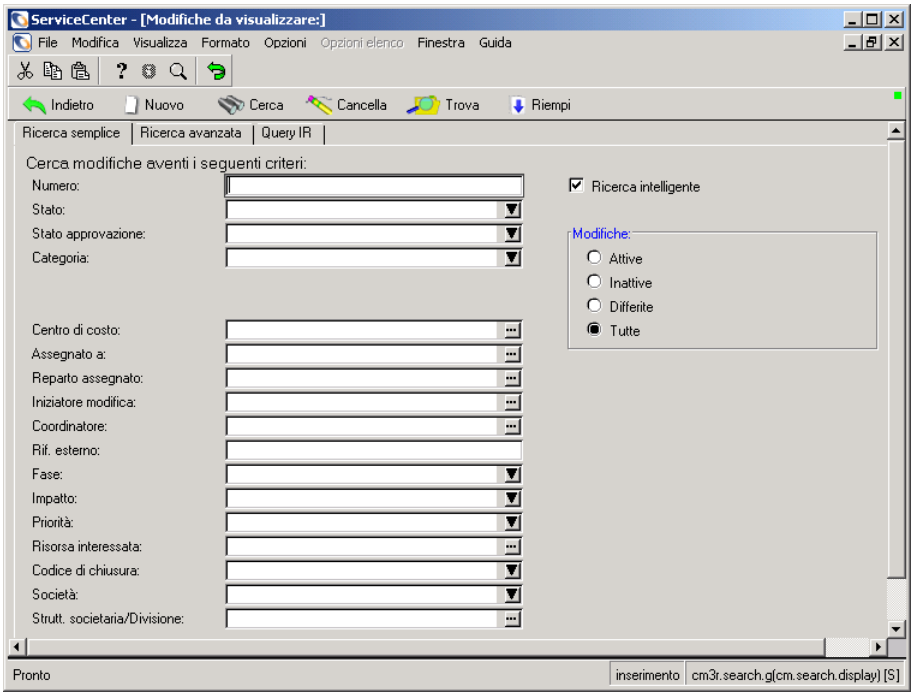

Figura 10-43: Modulo di ricerca di Gestione modifiche
La Figura 10-43 mostra il modulo di ricerca di Gestione modifiche.
- Immettere i criteri di ricerca in uno o più campi della scheda Ricerca semplice mostrata nella Figura 10-43. Fare clic su **Cerca** o premere **Invio**. Verrà visualizzato un elenco QBE di tutti i record di modifica correnti corrispondenti ai criteri selezionati.
3 È possibile selezionare una modifica dall'elenco facendo doppio clic su di essa oppure visualizzare il modulo di ricerca di Gestione modifiche facendo clic su **Cerca**, come mostrato nella Figura 10-43 a pagina 437.